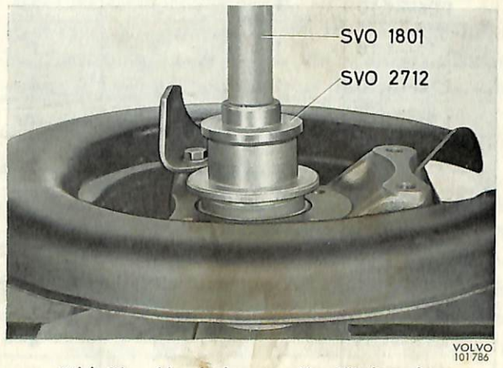

Bild 21. Montering av yttre tätningsring
10. Driv den nya tätningsringen i bromshållaren (justermuttern) med dorn SVO 2712, bild 21. Fyll utrymmet mellan tätningsläpparna med fett.